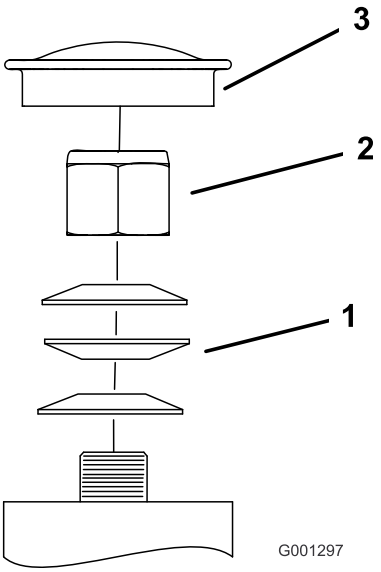

Figuur 62
3. Verwijder de stofkap van het zwenkwiel en draai de borgmoer aan (Figuur 62).
4. Draai de borgmoer aan totdat de veerringen vlak liggen, en draai vervolgens 1/4 slag terug om de voorspanning op de lagers correct af te stellen (Figuur 62).
Belangrijk: Zorg ervoor dat de veerringen goed zijn geplaatst, zoals getoond in Figuur 62.
5. Plaats de stofkap (Figuur 62).